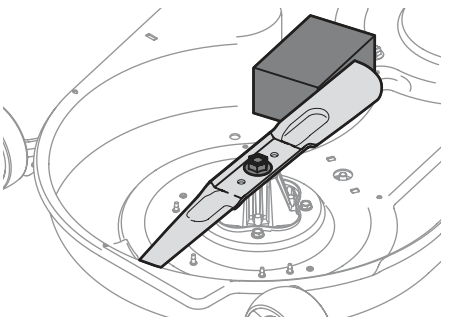

Fig. 50
2. Place a block of wood between the deck housing baffle and the cutting blade to act as a stabilizer (Fig. 50).
3. Place a block of wood between the deck housing baffle and the cutting blade to act as a stabilizer (Fig. 50 on page 32).